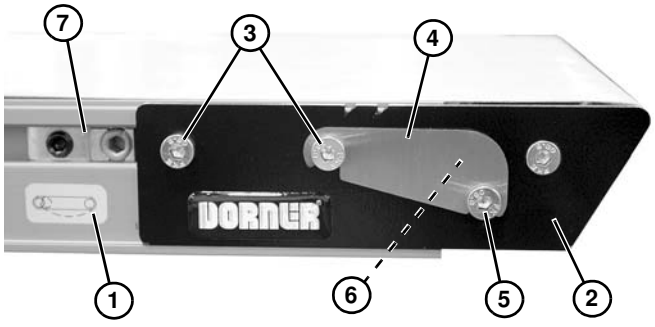

Abbildung 57
1. Auf der Spannseite des Förderbands, mit einem Etikett gekennzeichnet **(Abbildung 57, Teil 1)**, die Kopfplattenbaugruppe **(Abbildung 57, Teil 2)** einstellen:
a. Auf beiden Seiten des Förderbands die Befestigungsschraube **(Abbildung 57, Teil 3)** lösen.
b. Falls mit Abdeckhauben **(Abbildung 57, Teil 4)** bestückt, die Schraube **(Abbildung 57, Teil 5)** lösen und die Abdeckhaube auf beiden Seiten des Förderbands abnehmen. Schrauben festziehen **(Abbildung 57, Teil 5)**.
c. Zahnradgetriebe **(Abbildung 57, Teil 6)** drehen, um die Kopfplattenbaugruppe anzupassen.
3. Wenn die Spannung richtig eingestellt ist, die Befestigungsschrauben **(Abbildung 57, Teil 3)** auf beiden Seiten des Förderbands auf 7 Nm festziehen.
4. Falls vorhanden, Abdeckhauben **(Abbildung 57, Teil 4)** einbauen.
5. Falls Exzenter-Tracking-Baugruppen **(Abbildung 57, Teil 7)** vorhanden sind, diese gegen die Kopfplatten positionieren und das Band-Tracking einstellen. Siehe „Tracking des Förderbands“ im nächsten Abschnitt.